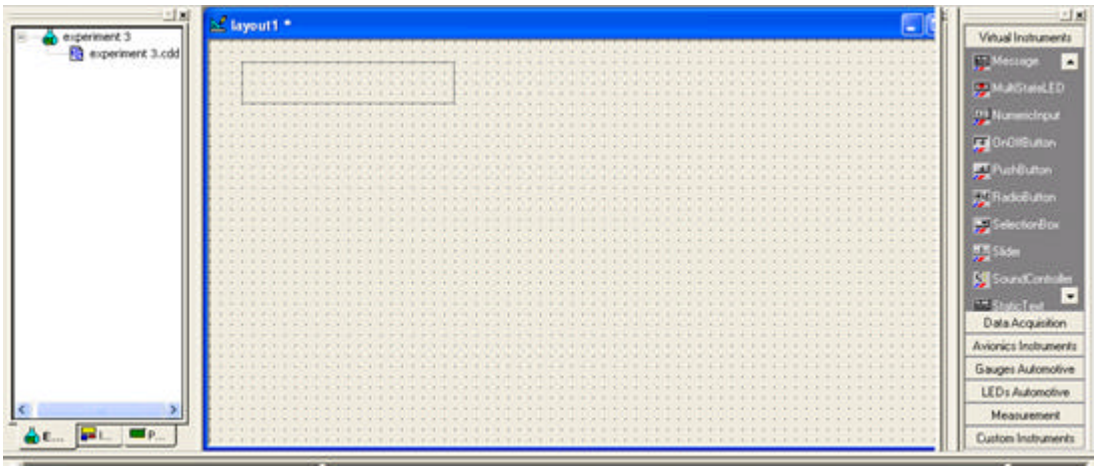

Figura 2.11: Selección de una barra deslizante de Visual Instruments.
- El cursor se cambia a un cuadrado. Haga *click* y sostenga mientras arrastra una forma rectangular en la ventana *Layout1* (ver figura 2.11).